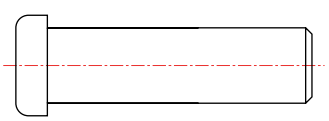

Fig. 10.16 The spindle drawing saved as **Fig16.dwg**
2. As a separate drawing construct Fig. 10.16. Save it as a wblock with the name of **Fig16.dwg** and with a base insertion point at one end of its centre line.